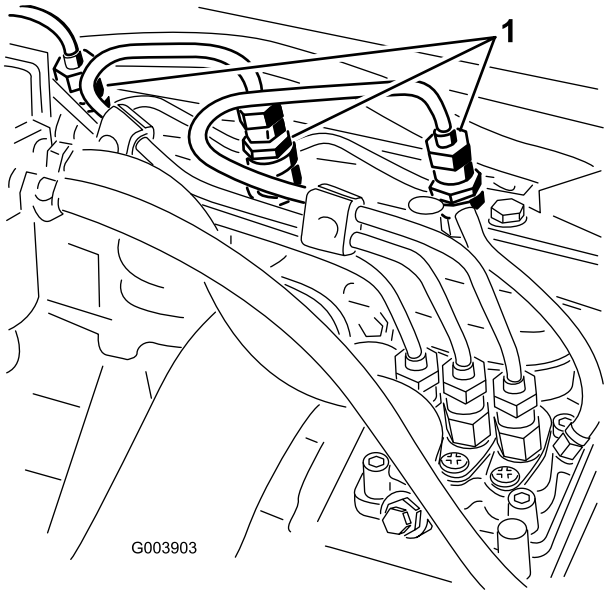

**Figuur 57**
1. Draai de leidingconnector naar spuitstuk Nr. 1 en de houder los (Figuur 57).